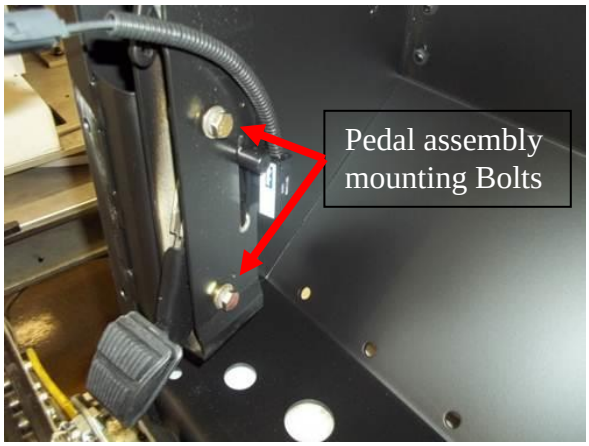
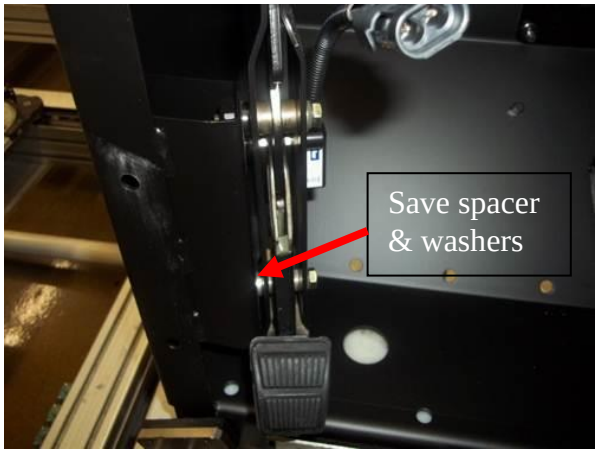

Fig. 6
Fig. 7
7. Using a ½ inch socket and ratchet remove both mounting bolts (Fig. 6). Ensure spacer on lower mounting bolt between park brake assembly and panel and all washers are saved for reinstallation. (Fig. 7)